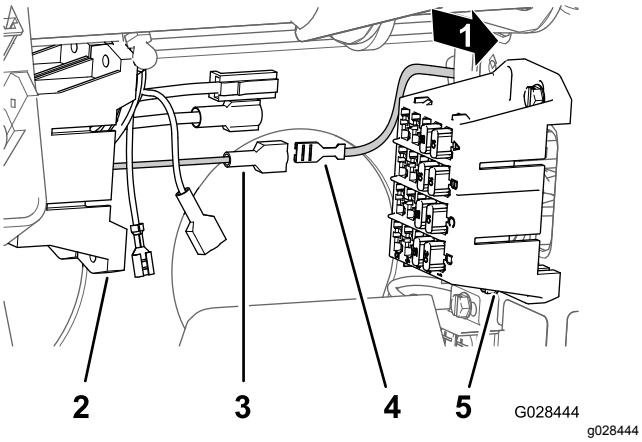

**Figur 23**
4. Finn den uisolerte mottakerklemmen på enden av den åpne, gule strømledningen i maskinens sikringsblokk og den isolerte bladklemmen på enden av den gule valgfrie strømledningen til sprederledningssatsens sikringsblokk (Figur 23).
5. Koble den uisolerte mottakerklemmen i maskinens sikringsblokk til den isolerte bladklemmen på enden av sprederens sikringsblokk (Figur 23).